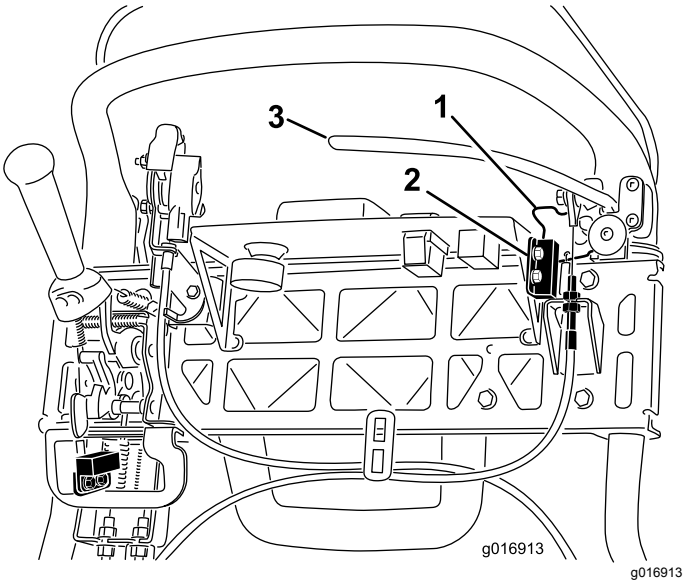

Figur 45
4. Løsn og fjern sikkerhedskontaktens fastgørelsesanordninger (Figur 45).
5. Placer et 1,6 mm tykt afstandsstykke mellem parkeringsbremselåsen og sikkerhedskontakten (Figur 45).
4. Kabelstramningen øges ved at løsne kablets øverste kontramøtrik og spænde kablets nederste kontramøtrik (Figur 45), indtil der kræves en kraft på 156 N på bremsegrebet for at udløse parkeringsbremselåsen.